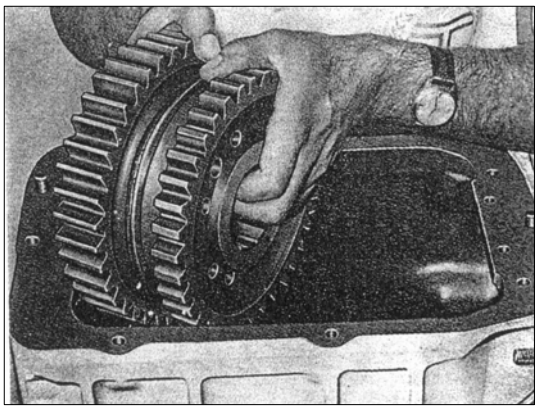

РИС. 241
20) Вставьте узел 1-й передачи и заднего хода в картер КПП шестерня 1-й передачи направлена назад (см. рис.241). Вставьте вторичный вал с задней части КПП на 1/3 длины вала и наденьте узел 1-й передачи и заднего хода пока не совместите с гнездом направляющего подшипника вторичного вала.